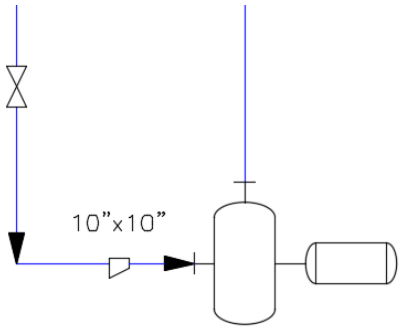

Figure 2-78 *A gate valve placed on the line connecting the first pump*
2. Place a gate valve on the same line, refer to Figure 2-78.